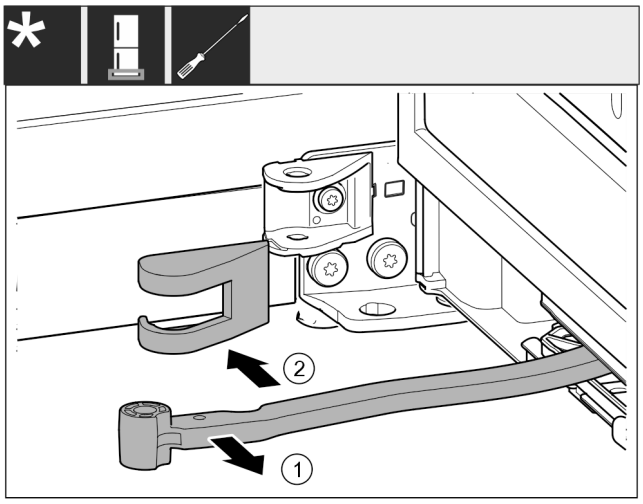

Fig. 20
- ▶ Turn the joint *Fig. 20 (1)* towards the door.
- ▶ Remove the swap bearing block cover *Fig. 20 (2)*.